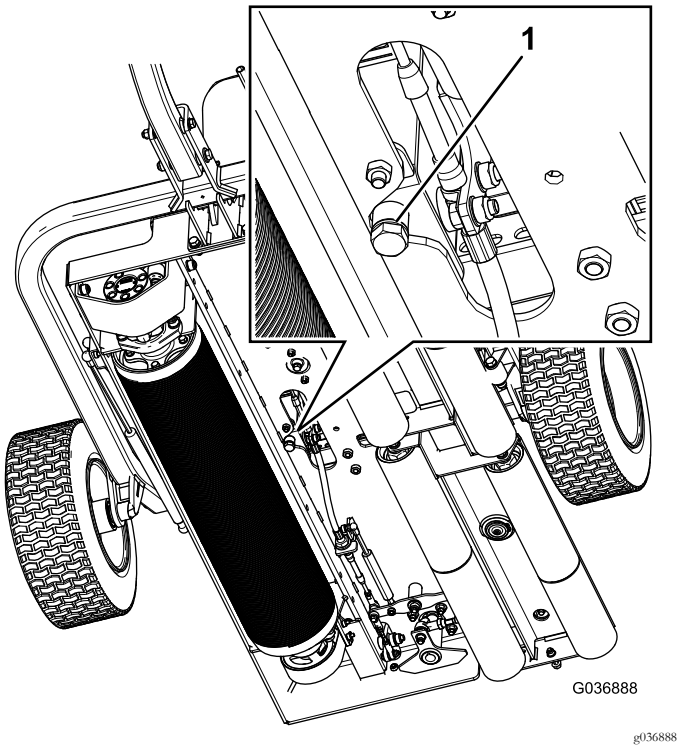

Figuur 36
1. Plaats een opvangbak onder de aftapplug van de hydraulische tank. (Figuur 36).
2. Verwijder de aftapplug aan de onderkant van de tank (Figuur 36).